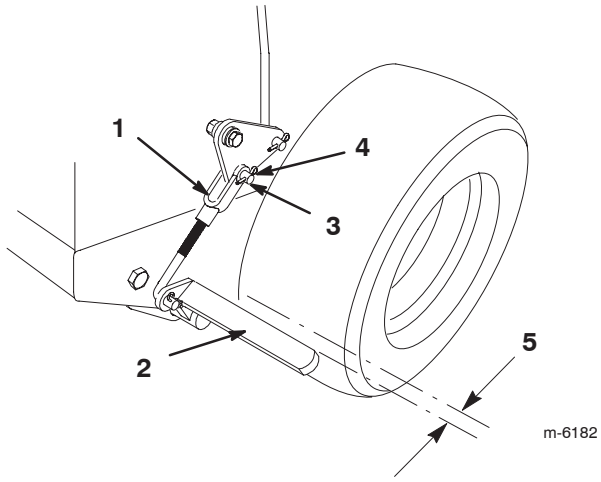

Figure 55
3. Remove the hair pin cotter and the clevis pin from the lower brake lever (Fig. 55).
4. Rotate the brake linkage yoke in to tighten the parking brake; rotate the brake linkage yoke out out to loosen the parking brake (Fig. 55).
Note: There should be an approximately 1/4 inch clearance between the tire and the flat bar when the parking brake in the released position (Fig. 55).
5. Secure the brake linkage yoke to the lower brake lever with the hair pin cotter and the clevis pin (Fig. 55).